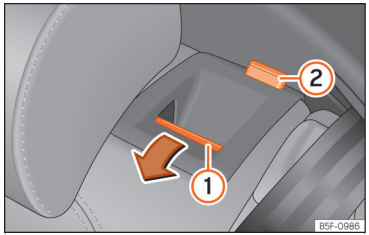

Abb. 96 Rücksitz: Rücksitzlehne vorklappen.
- Entriegelungstaste ››› (Abb. 96) ① nach vorn drücken und gleichzeitig die Rückenlehne umklappen. Die Rücksitzlehne ist entriegelt, wenn die rote Markierung des Tasters ② sichtbar ist.